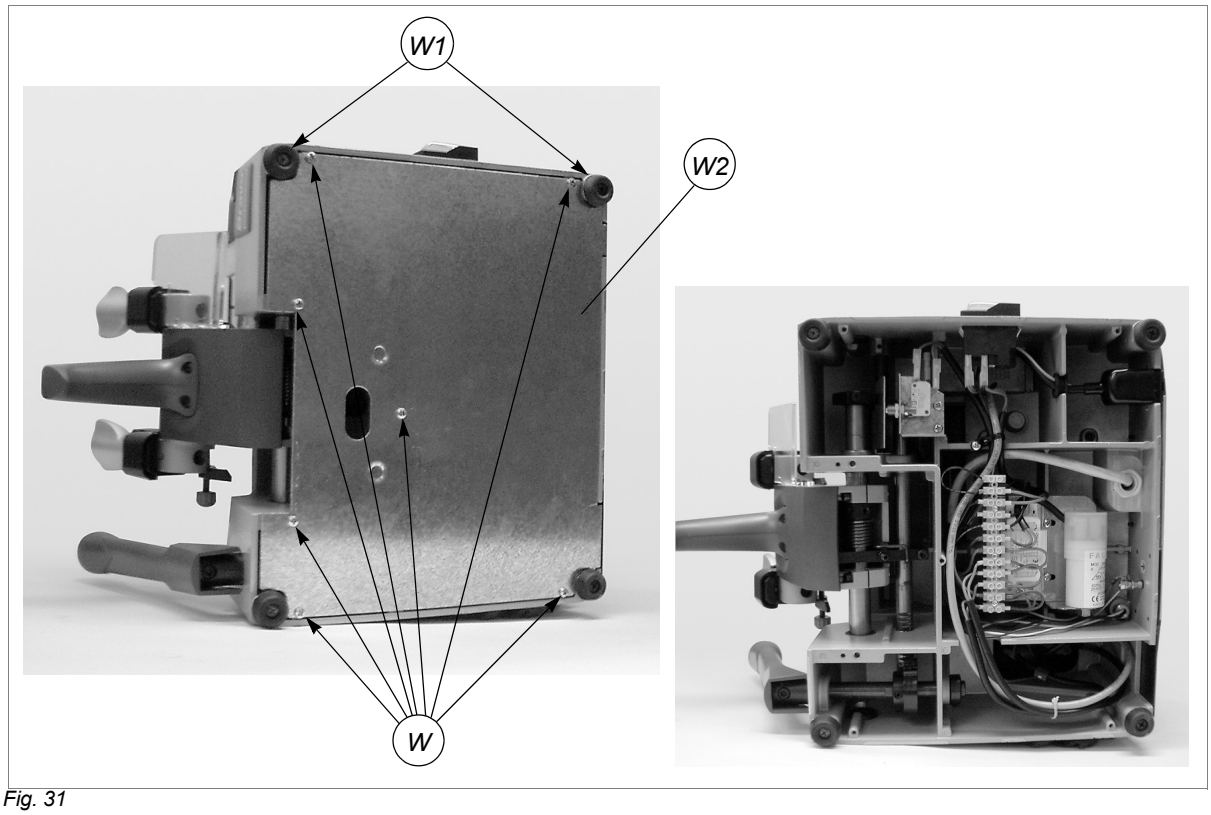
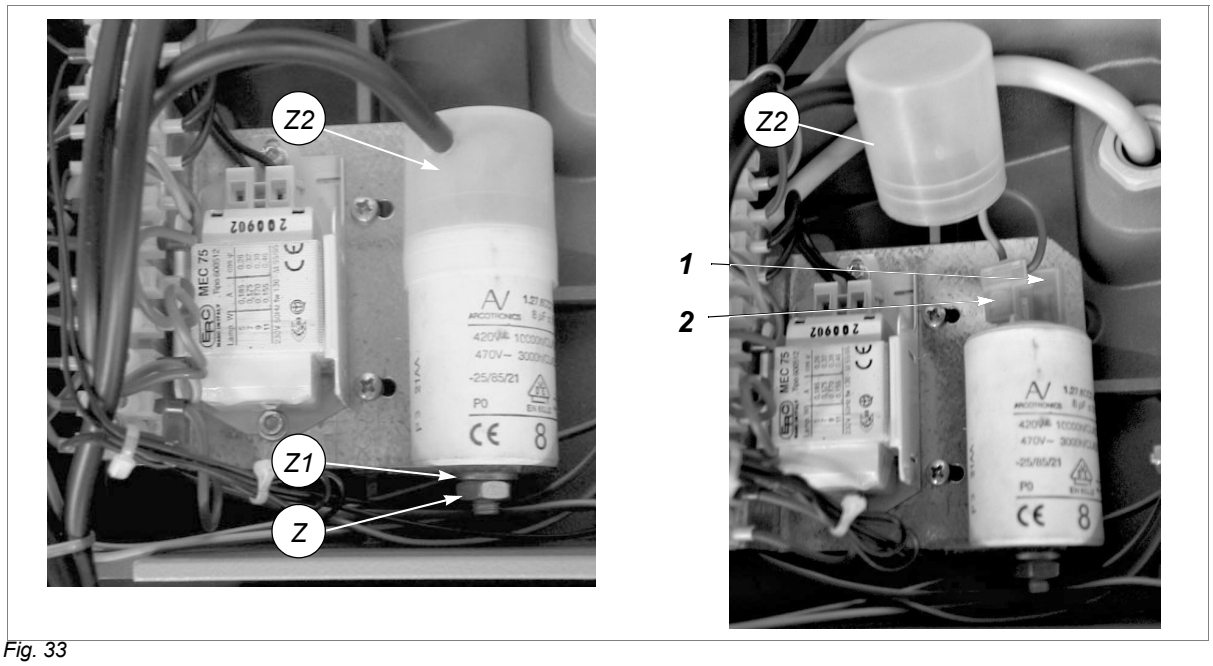
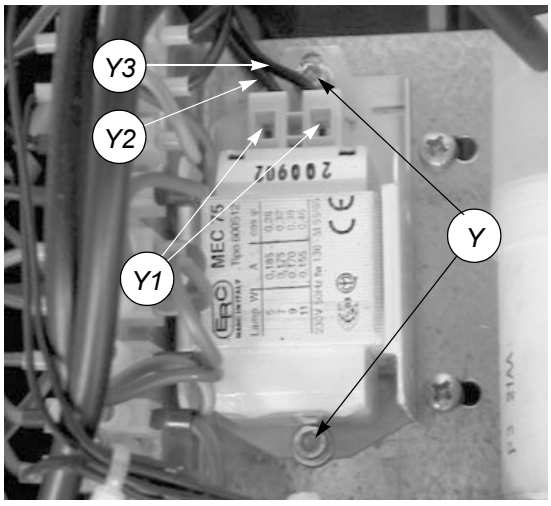

Fig. 31
Fig. 33
Fig. 34
4) Loosen the 7 screws (W) and 2 feet (W1) and remove the bottom safety plate (W2) (fig.31).
1) Loosen the nut (Z) and remove the washer (Z1) and condenser (fig.33).
2) Fit the new condenser and fix with the washer (Z1) and nut (Z).
6) Replace the bottom safety plate, fix with the 7 screws (W) and 2 feet (fig. 31, page 22). Fit the swarf tray.
1) Loosen the 2 screws (Y) and remove the reactor (fig.34).
4) Place the new reactor in its seat and secure with the 2 screws (Y).
5) Replace the bottom safety plate and fix with the 7 screws (W) and 2 feet (W1) (fig. 31, page 22). Fit the swarf tray.
9) Replace the bottom safety plate and secure with the 7 screws (W) and 2 feet (W1) (fig. 31, page 22). Fit the swarf tray.